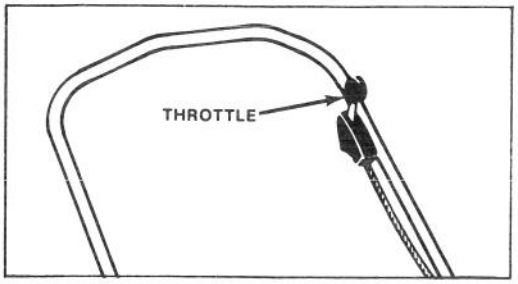

Figure 8
1. CONTROLS (Fig. 8) — Throttle control is on upper handle.
2. STARTING (Fig. 8) — Push wire onto spark plug. Move throttle control to Position III. Pull fingertip starter and regulate throttle as required when engine starts.
3. STOPPING (Fig. 8) — Move throttle control to OFF to stop engine and blade. Pull wire off spark plug if mower is unattended or not used.